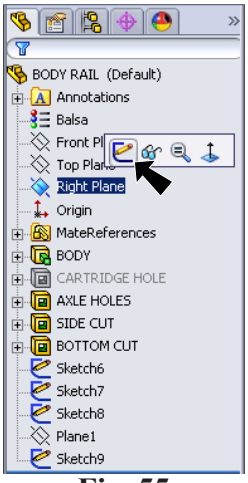

Fig. 55
Step 2. Click **Right Plane** in the Feature Manager and click **Sketch** from the Content toolbar, **Fig. 55**.